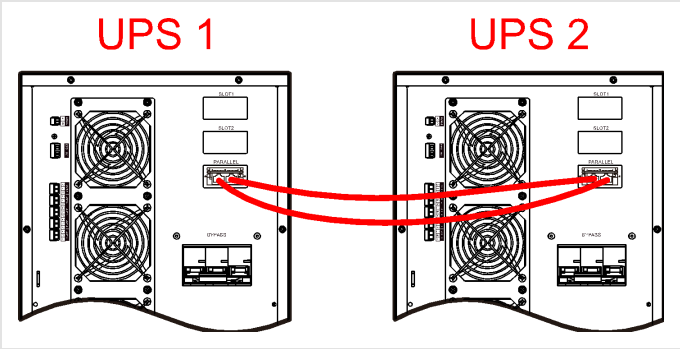
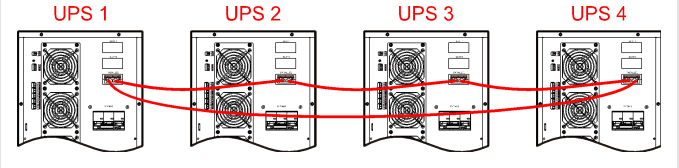

FIGURE 4-32 Parallel cables, two UPS
FIGURE 4-33 Parallel cables, four UPS
4. Connect the parallel ports of the UPS units with the parallel cables in a ring (Figure 4-32, Figure 4-33).